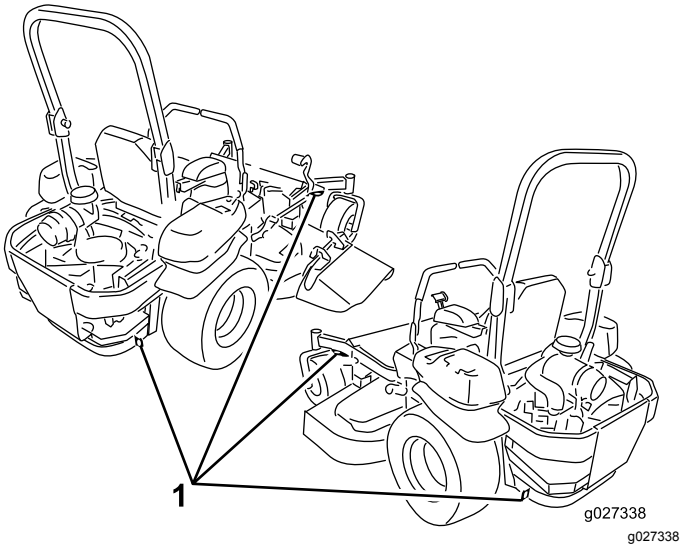

Figuur 43
6. Zet de machine vast bij de voorste zwenkwielen en de achterbumper; gebruik hierbij spanbanden, kettingen, kabels of touwen (Figuur 43). Raadpleeg de lokale vereisten inzake de bevestiging van machines.